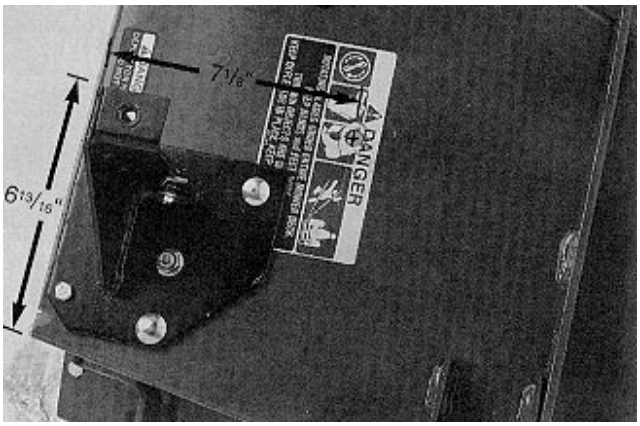

Figure 15
1. Using dimensions shown in figure 15, locate and drill 13/32" dia. hole in deck.